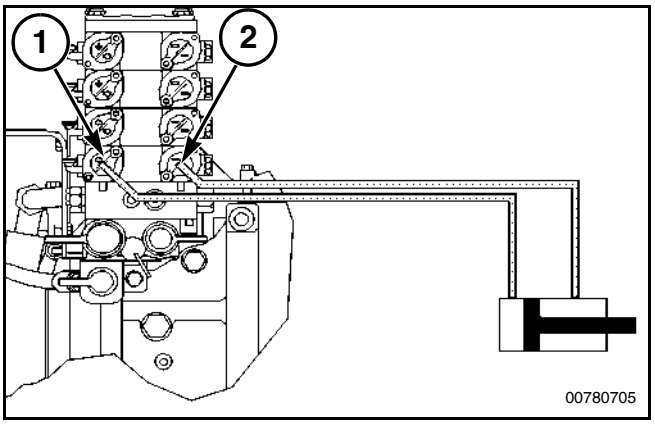

Рис. 166
Рис. 166: Подсоедините шланг высокого давления от цилиндра двухстороннего действия к разъему + (1) соответствующего гидравлического клапана управления. Подсоедините обратный шланг к разъему - (2) этого же гидравлического клапана управления.